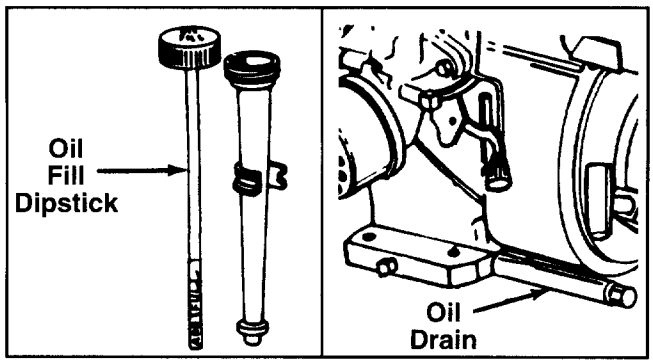

FIGURE 12.
- Use engine oil provided. Remove oil fill dipstick. See figure 12. With chipper-vacuum level, use a funnel to fill engine with oil to FULL mark on dipstick. Capacity is approximately 20 ounces. **Be careful not to overfill.** Oil bottle provided contains 20 oz. of oil. Tilt chipper-vacuum toward the left (from behind the hopper), then re-level. Check oil level. Refill to FULL mark on dipstick if necessary. Replace dipstick and tighten.
Your four-cycle engine will normally consume some oil—therefore, check engine oil level regularly approximately every five hours of operation and before each usage. Stop engine and wait several minutes before checking oil level. With engine cooled down, the oil level must reach FULL mark on dipstick (refer to figure 12). Change engine oil after the first five hours of operation, and every twenty-five hours thereafter.
a. Remove oil drain cap. Refer to figure 12. Catch oil in a suitable container.